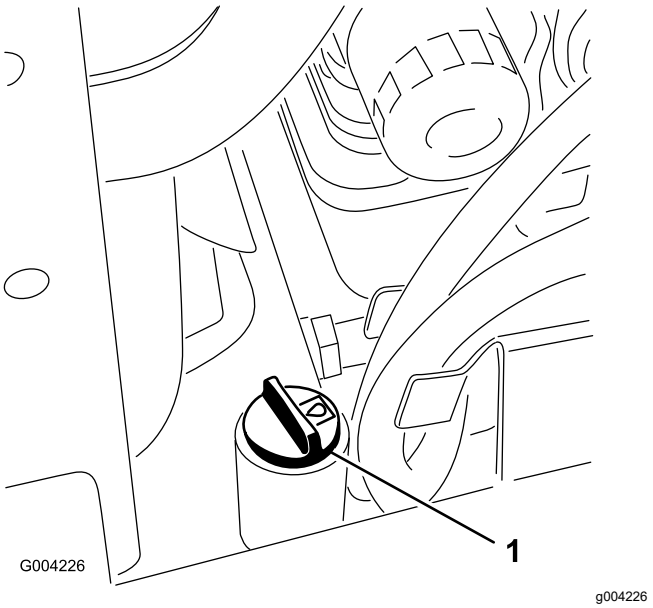

Rysunek 59
5. Wyczyść obszar wokół szyjki wlewu zbiornika oleju hydraulicznego (Rysunek 59).